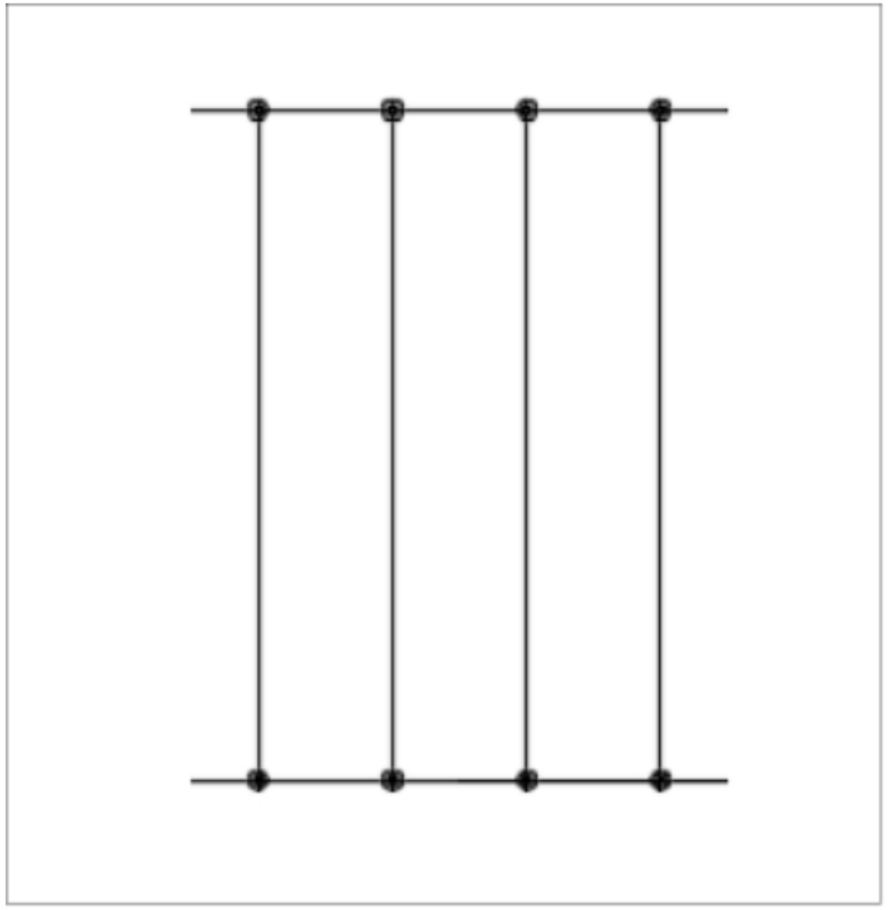

Figure-29. Ladder placed horizontally oriented
- Click in the drawing area to place the ladder at the desired position. If your ladder is placed with horizontal orientation as shown in Figure-29, then rotate the complete ladder by 90 degree using the **Rotate** tool from the **Modify** panel in the **Home** tab of the **Ribbon**.